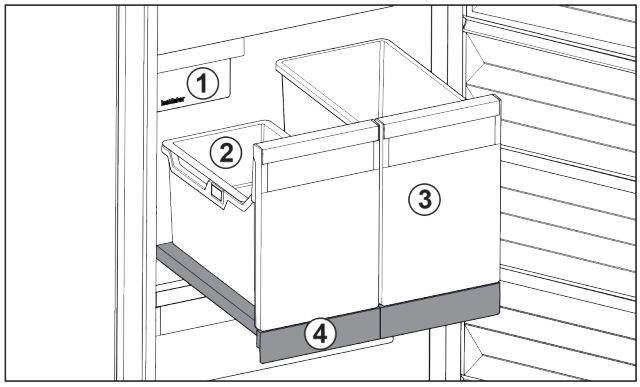

Fig. 168 带 IceTower 的拉出式搁板
(1) IceMaker
(2) 冰块挂盘
(3) 比萨、酒精饮料等的容器
(4) 拉出式搁板
拉出式搁板上有两个高容器 (IceTower)。来自 IceMaker 的冰块被收集并储存在容器 *Fig. 168 (2)* 中。容器 *Fig. 168 (3)* 适合存放较高的食物，例如比萨或酒精饮料。